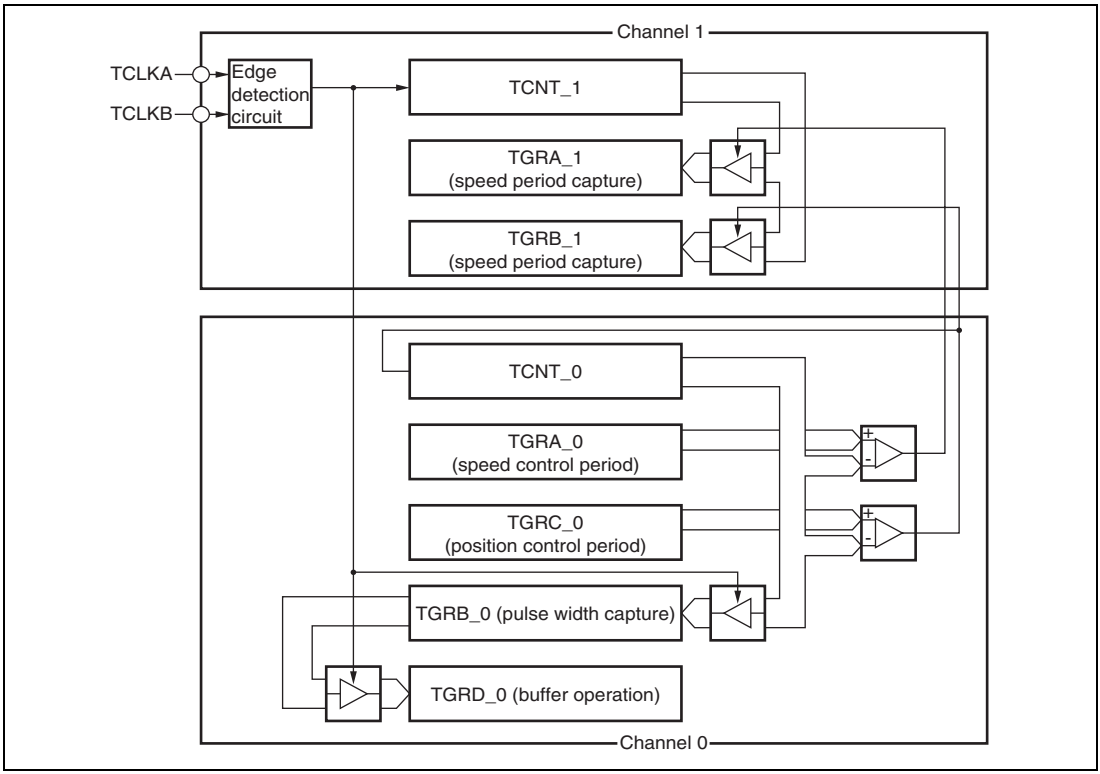

**Figure 10.29 Phase Counting Mode Application Example**
**Phase Counting Mode Application Example:** Figure 10.29 shows an example in which channel 1 is in phase counting mode, and channel 1 is coupled with channel 0 to input servo motor 2-phase encoder pulses in order to detect position or speed.